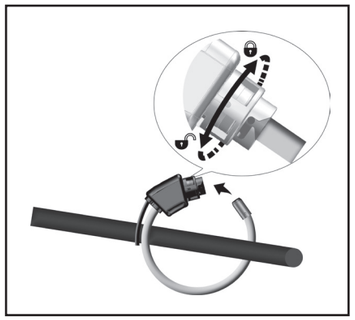

Figura 1 / Figure 1 / Figure 1 / Abbildung 1 / Figura 1 / الشكل 1.
2.- Cerrar el sensor girando el anillo de bloqueo como se indica en la **Figura 1**.